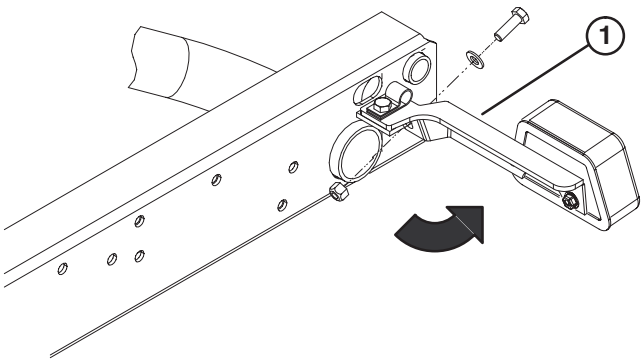

Figur 1
3. Fastgør hver baglygtebeslags bageste del bag på stelbeslagene med en 5/16 x 1 tommes maskinskrue, flad spændeskive med I.D. på 0,344 tommer og låsemøtrik som vist i figur 1.